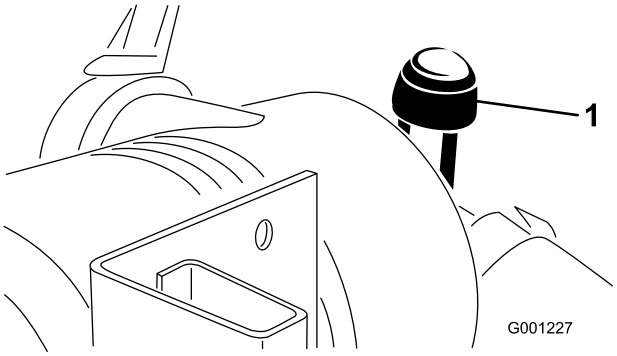

Figur 45
- Efterse luftfilteret, når advarselslampen for luftfilter (Figur 45) lyser rødt eller for hver 450 timer (hyppigere under ekstremt støvede eller snavsede forhold). Udfør ikke for mange serviceeftersyn på luftfilteret.
9. Nulstil advarselslampen (Figur 45), hvis den lyser rødt.